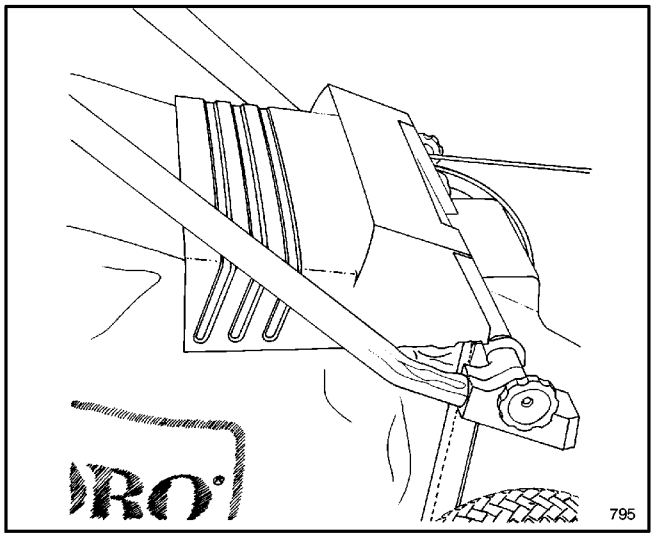

Abbildung 7
2. Die Aufwurfklappe liegt auf der Oberseite des Sacks (Abb. 7).